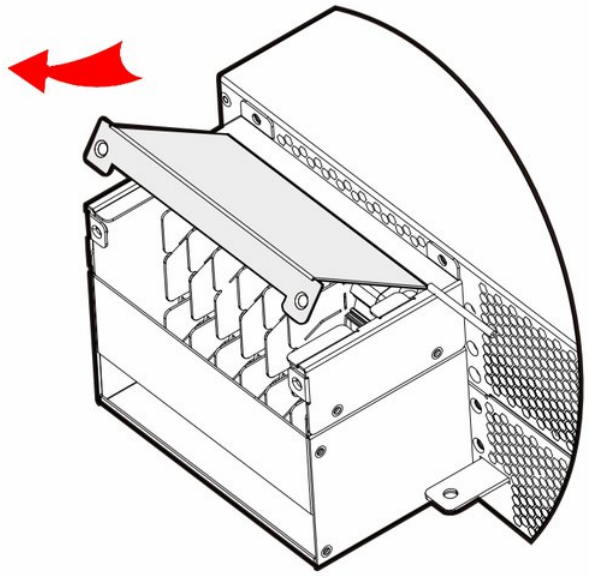

FIGURA 3-25 Rimozione del coperchio dei morsetti
2. Togliere il coperchio dei morsetti, come mostra la Figura 3-25.